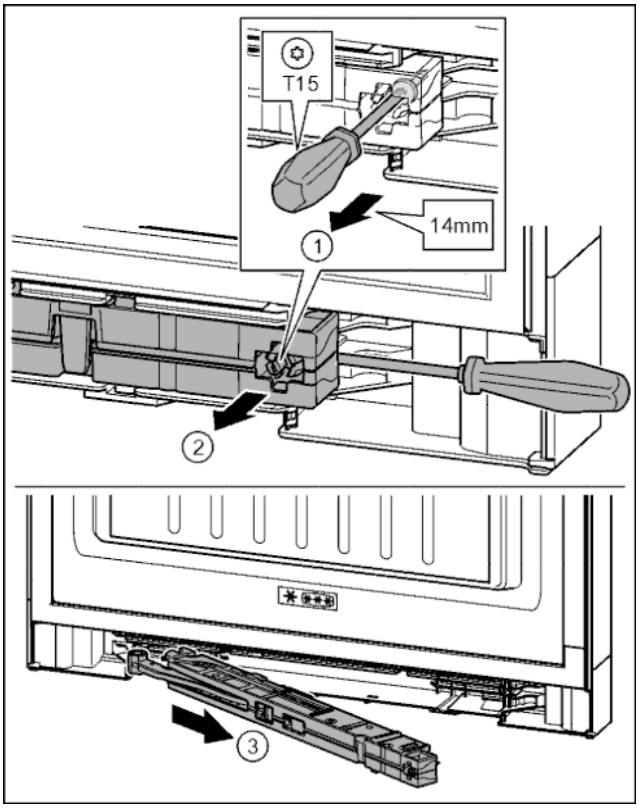

Fig. 20
▶ Ослабить винт на узле амортизатора с помощью отвертки T15 на ок. 14 мм. *Fig. 20 (1)*
▶ Переместить отвертку со стороны ручки за узел амортизатора. Повернуть узел вперед. *Fig. 20 (2)*
▶ Вытащить узел амортизатора. *Fig. 20 (3)*